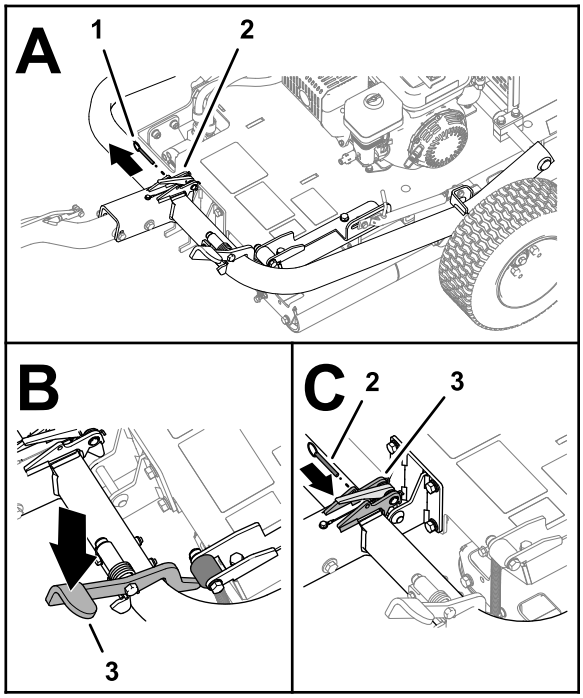

Рисунок 8
6. Снимите стопорный штифт (если он установлен) с защелки (Рисунок 8).
7. Нажимайте на педаль сцепки, пока сцепка не зафиксируется на месте (Рисунок 8).
8. Вставьте стопорный штифт в отверстия защелки (Рисунок 8).